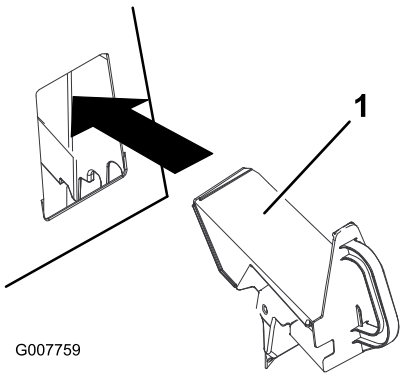

Figur 21
3. För in återvinningspluggen i öppningen enligt Figur 21.